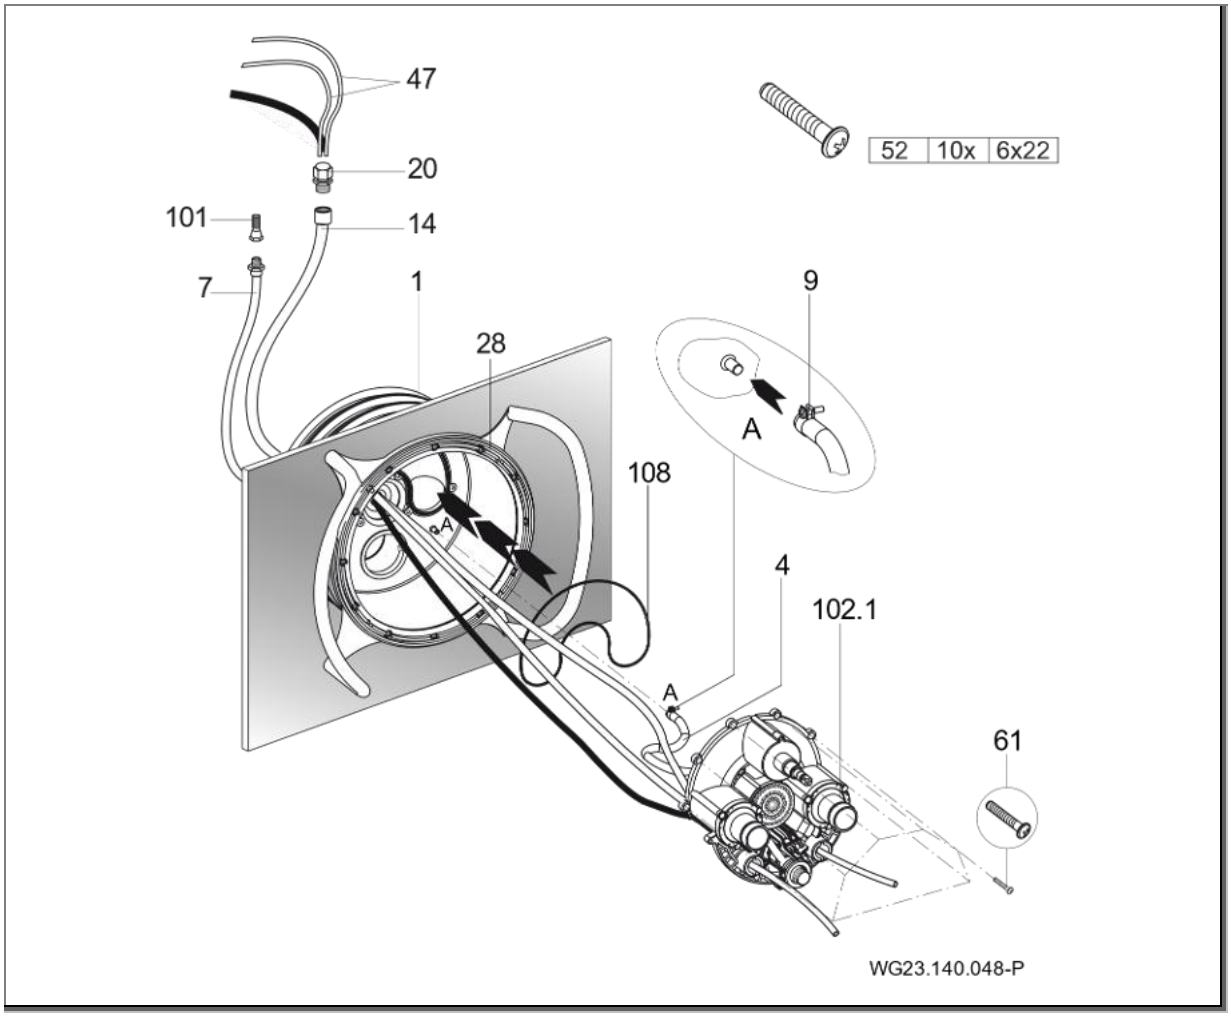

Рис. 18
2. Вставить кольцо круглого сечения (108) во встраиваемый корпус (1). (Рис. 18)
3. Вкрутить десять прилагаемых самонарезающих винтов (61) в корпус сопел. Приставить предварительно смонтированный корпус сопел (102.1) к встраиваемому корпусу (1). (Рис. 18)
4. Пневматические шланги или кабели пьезокнопок провести через нижние или внешние отверстия сопловой коробки (102.1); включение/выключение насоса справа. (Рис. 18)
5. Пневматические шланги (47) или кабели пьезокнопок и кабель прожектора провести через защитный шланг (14) и герметизировать кабельным коннектором (20). (Рис. 18)
6. Внутренний воздухопровод (4), который уже полностью предварительно смонтирован на корпусе сопел (102.1) или ручке регулировки воздуха, с помощью шлангового зажима (9) прикрепить к встраиваемому корпусу (1). (Рис. 18)